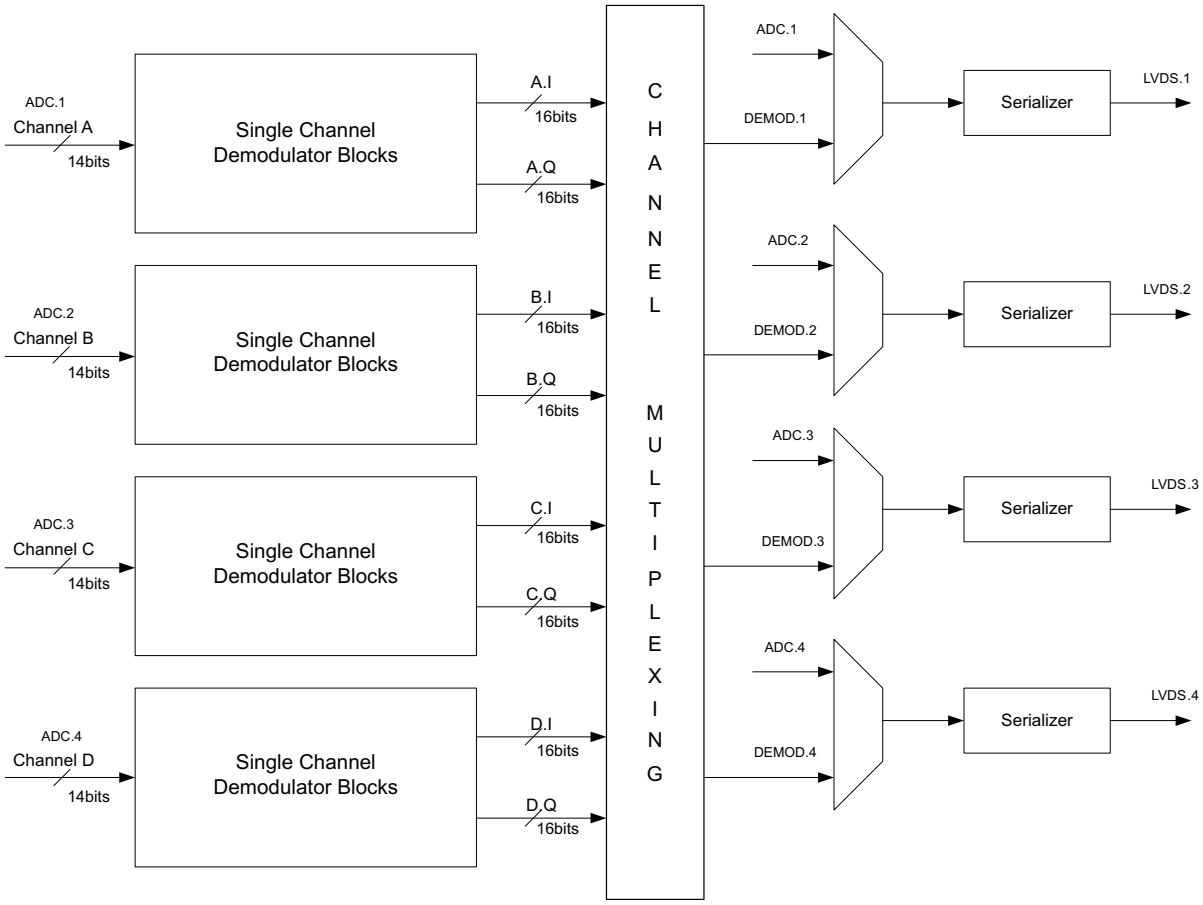

Figure 91. Channel Multiplexing
3. Decimator Block has two functions, Decimation Filter and Down Sampler. Decimation Filter is a variable coefficient symmetric FIR filter and it's coefficients can be given using Coefficient RAM. Number of taps of FIR filter is 16 x decimation factor (M). For decimation factor of M, 8M coefficients have to be stored in Coefficient Bank. Each coefficient is 14-bit wide. Down-sampler gives out 1 sample followed by M – 1 samples zeros.
4. In Figure 91, channel multiplexing is implemented for flexible data routing: